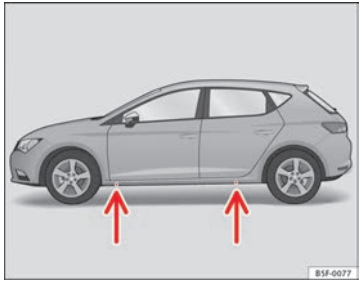

Fig. 169 Crossbar: marks
– Find the support point on the strut (sunken area) closest to the wheel to be changed ⇒ Fig. 169. The jack* support point is behind the mark on the strut.